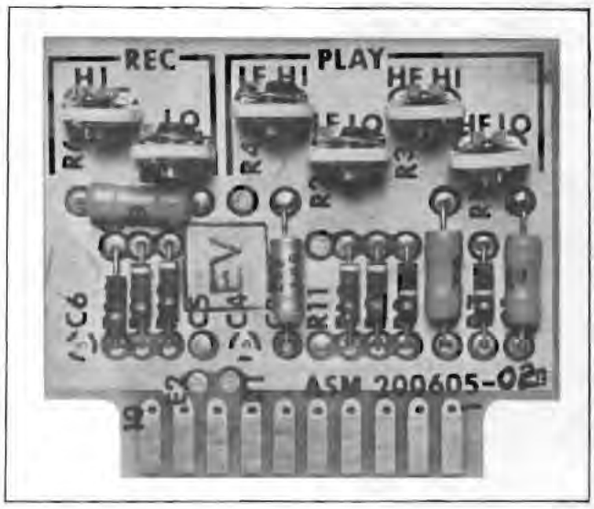

Figure 7-13. Equalization PWA Adjustments
C. Adjust the azimuth of the playback head for a maximum signal output on the ACVM using the right-hand slotted-head screw located on top of the head bridge mounting plate (Figure 7-13).
D. Following instructions from the standard test tape, adjust equalization for flattest response. Adjust HF HI for high speed and HF LO at low speed (Figure 7-13). Low frequency adjustments should be made in Record mode in order to compensate for fringing effects on multi-track machines.